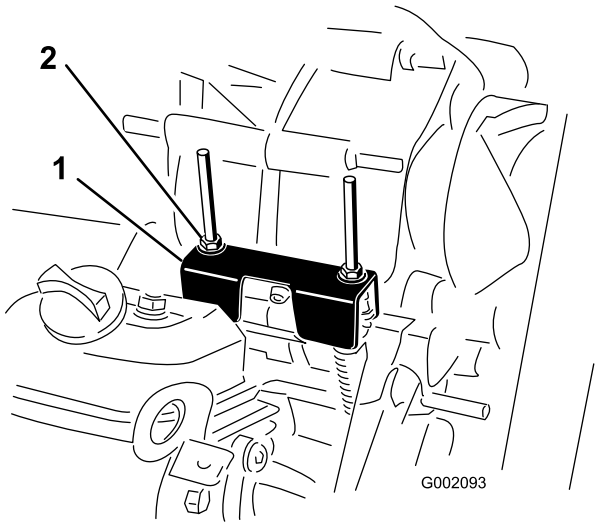

Figura 67
Durante l'esecuzione della manutenzione ordinaria e/o della diagnostica del motore, portate il transaxle in folle (Figura 67). Il veicolo è provvisto della posizione di folle sulla leva del cambio, che comanda la posizione di folle sul transaxle. Per accertarvi che la leva del cambio in folle agisca correttamente sulla posizione di folle del transaxle, osservate i punti sotto indicati.
2. Assicuratevi che la staffa di folle sia in posizione di folle (a livello della staffa di montaggio per cavo che si trova sotto la staffa del cambio) girando la frizione della trasmissione (Figura 67).
3. Ruotate uno dei dadi di bloccaggio (Figura 67) per ottenere una distanza di 0,76–1,52 mm tra la base del dado/della rondella e la staffa di folle.